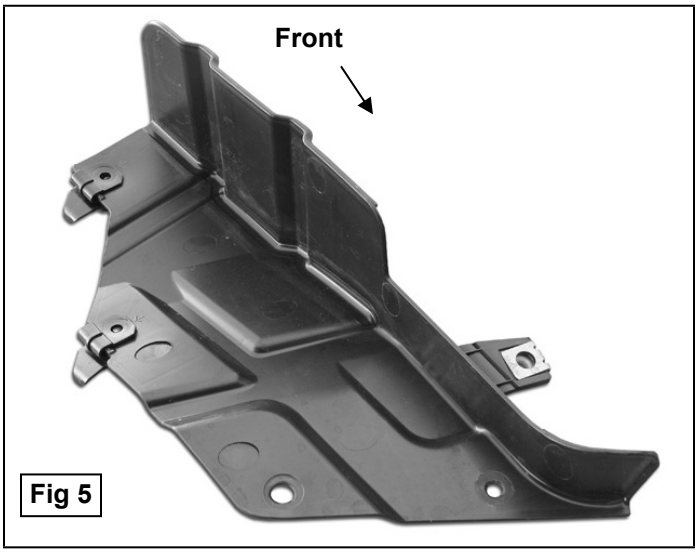

Fig 5
6. Select the driver side plastic splash guard and hold it up in position against the Frame Mounting Bracket, **(Figure 5)**. Mark the area that needs to be removed from the splash guard to clear the Mounting Bracket. Check the location carefully and cut only the minimum amount of plastic from the splash guard to clear the Bracket, **(Figure 6)**. Once the slot has been checked for clearance, reinstall the splash guard with the factory hardware. Repeat this step to reinstall the passenger side splash guard.